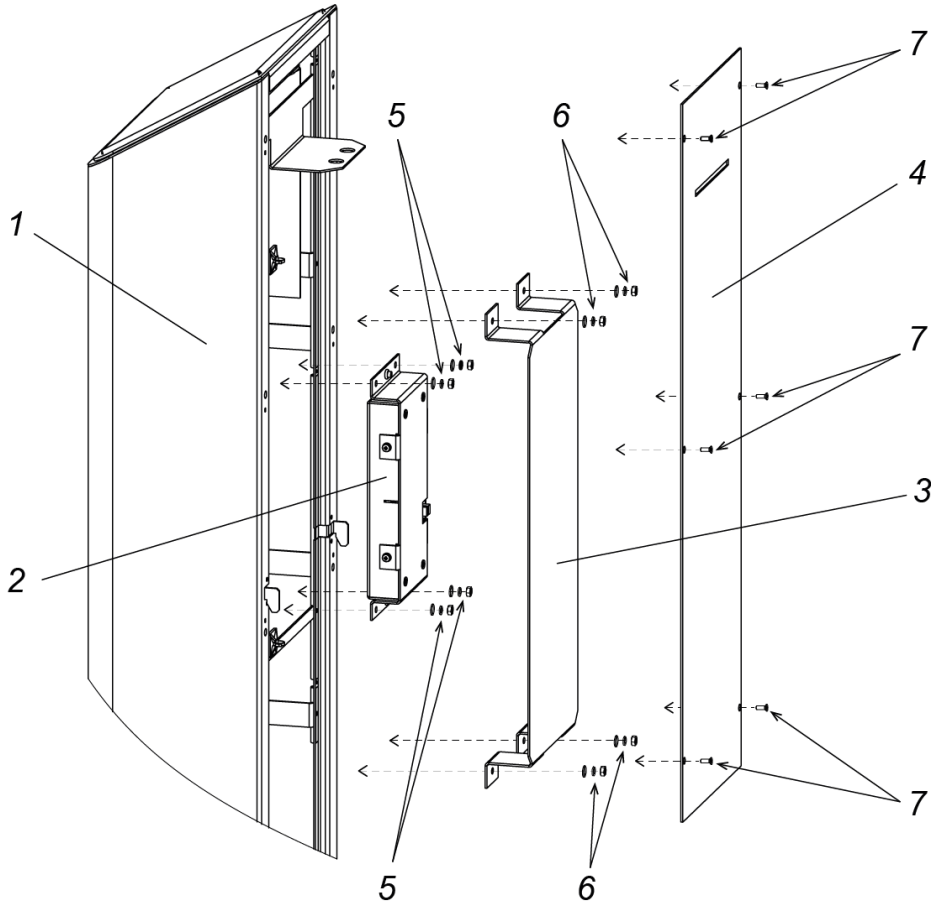

Рисунок 20. Блок постоянной индикации стандартного бокового модуля
- у стандартного бокового модуля (см. рис. 20):
- снимите пластину (4, рис. 20), для чего открутите 6 винтов (7, рис. 20),
- снимите кронштейн (3, рис. 20), для чего открутите 4 гайки с шайбами (6, рис. 20),
- снимите блок индикации (2, рис. 20), для чего открутите 4 гайки с шайбами (5, рис. 20).